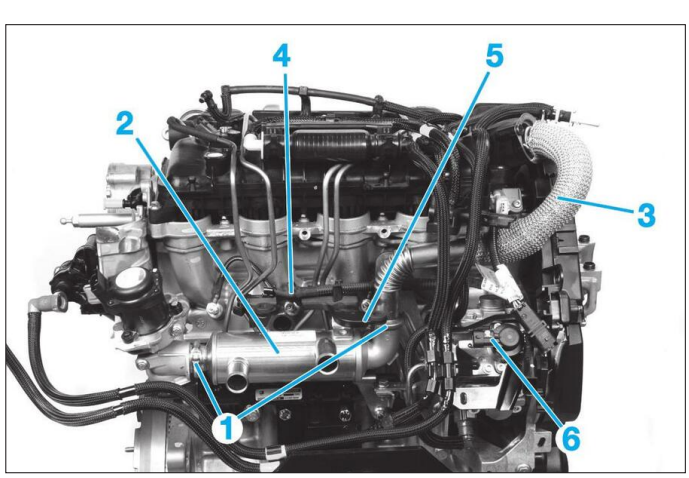
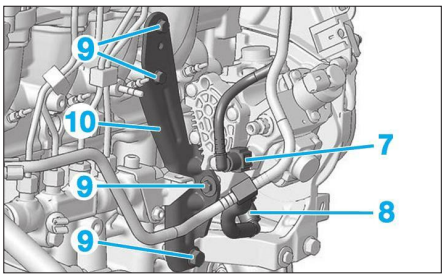
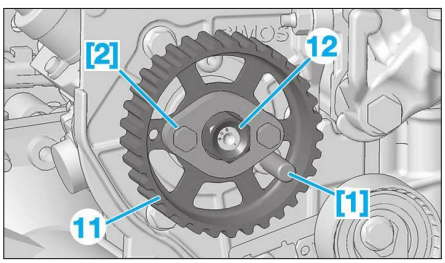

**Fig. 30**
Fig. 31
Fig. 32
- les colliers (1) **(Fig.30)**.
• Mettre de côté l'échangeur (2) sans ouvrir le circuit de refroidissement.
- le conduit (3),
- le faisceau des bougies de préchauffage (4),
- le support de boîte à air (5).
• Débrancher le connecteur de l'actionneur (6).
• Déconnecter les tuyaux d'alimentation et de retour (7) et (8) **(Fig.31)**.
- les vis (9),
- le support (10).
• Mettre en place les outils [1] et [2] sur la poulie (11) **(Fig.32)**.
• Déposer les vis (7) et (8).
• Désaccoupler le tuyau (9).
• Déposer les 2 colliers (1) de l'échangeur thermique de recyclage des gaz d'échappement **(Fig.30)**.